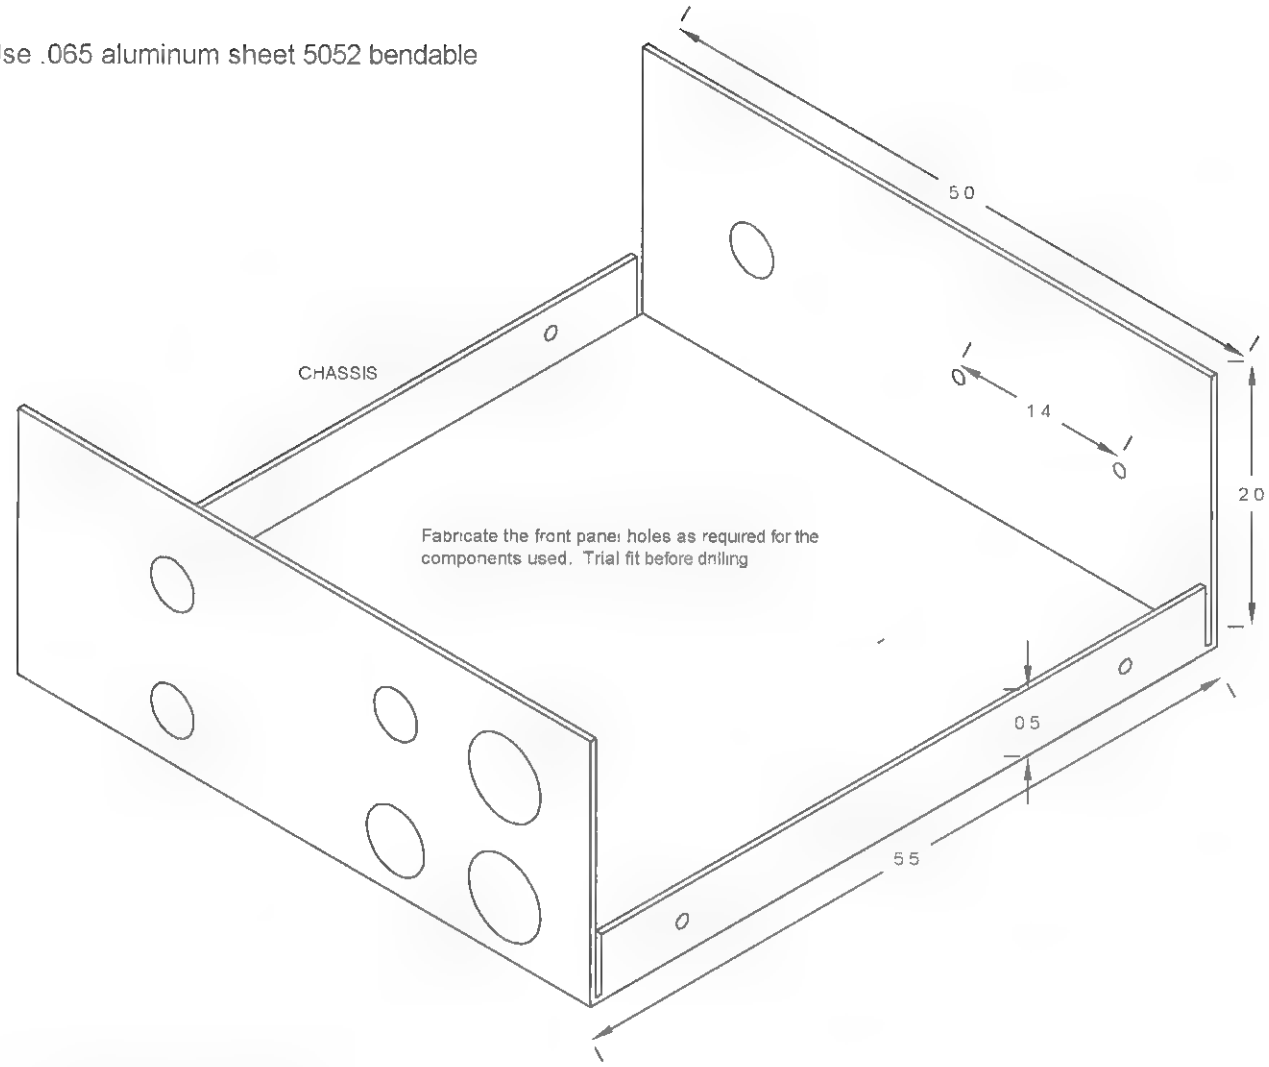

Figure 14-6 *Chassis fabrication*
5. Create the chassis, as shown in Figure 14-6, from a piece of .065-inch 5052 bendable aluminum. Note to trial-fit and measure the diameters of the components before drilling the holes. Pay attention to the holes for mounting Q1 and Q2 because these must be reasonably accurate to align with the layout of the PCB. Also, there must be at least ⅛ inch of clearance between the board and the chassis for sandwiching in the PLASTPL plastic plate. This prevents grounding out of the board wiring traces to the metal chassis.
CHASSIS	Chassis fabricated from .065-inch aluminum sheet per Figure 14-6
COVER	Cover fabricated from plastic sheet to fit chassis (see Figure 14-6)